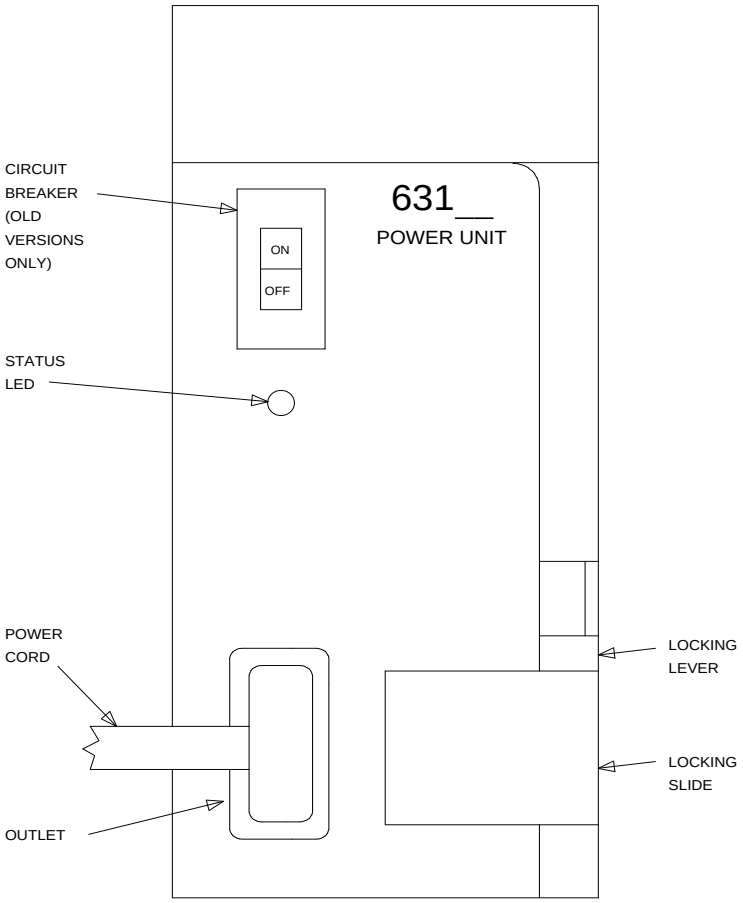

Figure 10-29. 631-Type Power Unit
15. Connect the power cords to the power units. The power cords are the white cables equipped with plugs that are run through the slots in the front of each carrier (See Figure 10-29).